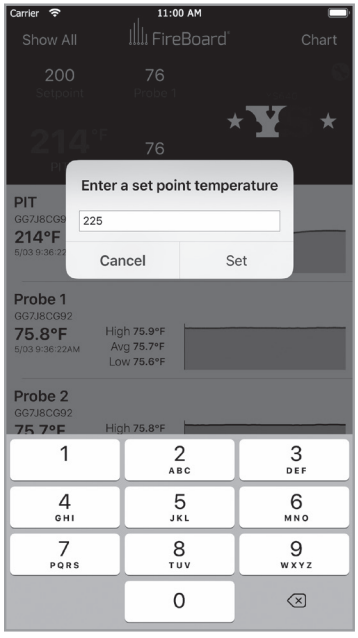

FIG 28
• You can change the pit's setpoint by tapping on the setpoint in the gray banner **(FIG 28)**. Simply enter your new desired setpoint and tap the "Set" button. Please note that changes to the setpoint take a few seconds to take effect. Please be patient for them to be reflected in the cooker and in the app's dashboard.